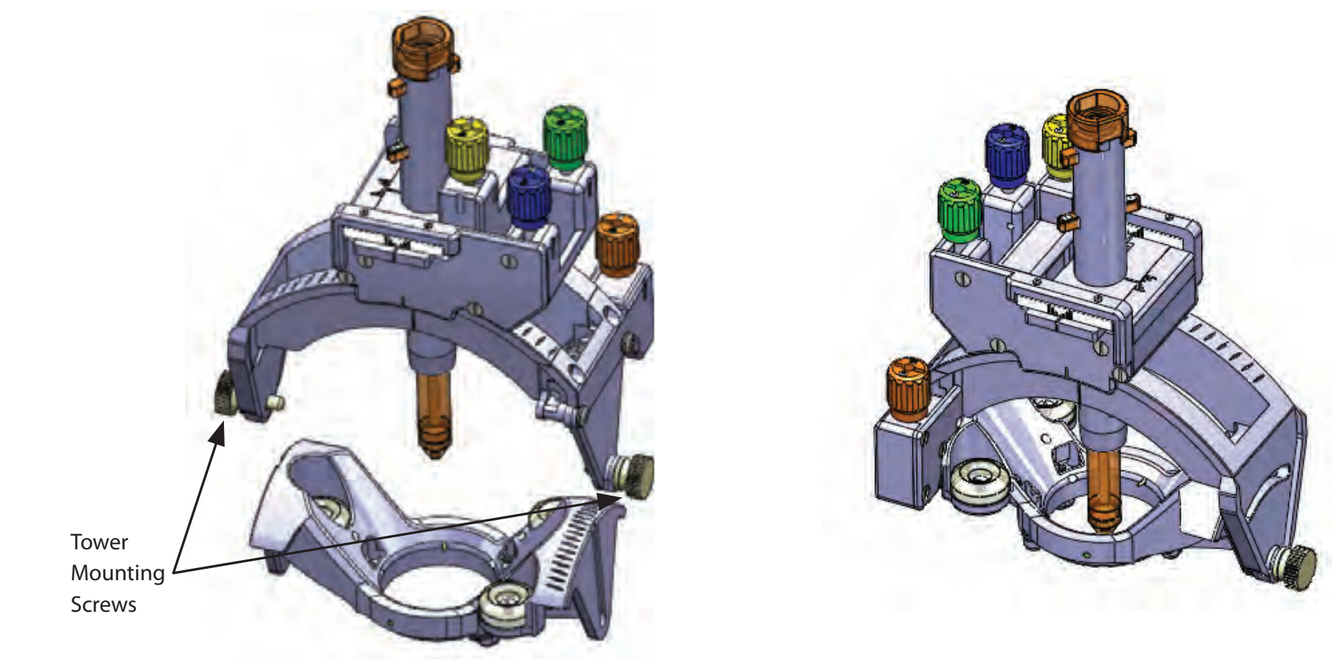

Figure 5a **Figure 5b**
12. Mount the Tower onto the Base by first loosening then grasping the Tower Mounting Screws. Grasp the Tower by the top rectangular gear housing. Align each screw with the mating grooves on the Base. **See Figure 5a**. Slide the Tower into place and ensure screws seat into the mounting holes on the Base.